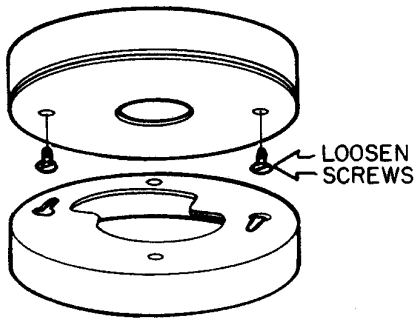

Figure 1
3. To attach the VXH/VFH (see Figure 1):